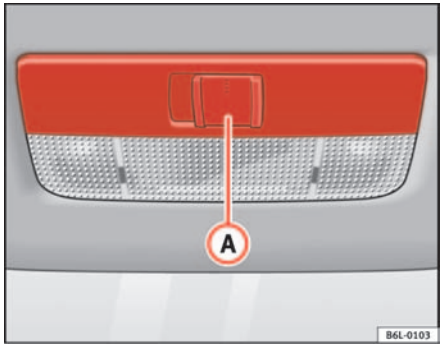

Fig. 60 Detail of the roof: Front reading light
The switch ⇒ fig. 60 (A) is used to select the following positions:
Move the knob to the position O ⇒ fig. 60.